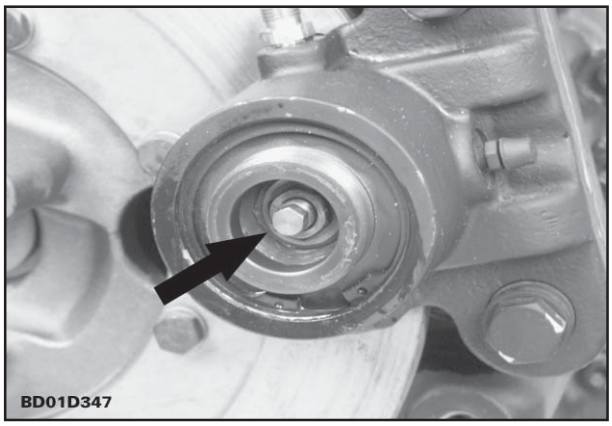

Fig. 14
22. Gire o pino central no sentido horário até que as duas pastilhas encostem no disco e, a seguir, gire o pino central uma volta no sentido anti-horário (fig. 14).